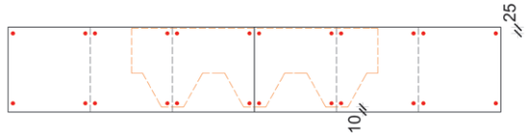

Рис. 17. Схема крепления коньково-карнизной черепицы Döcke на карнизе.
7.1.4 Крепёж карнизной черепицы осуществляется на кровельные гвозди (тип 1, таблица №1). Отступ гвоздя от верхнего края карнизной черепицы составляет 25 мм. Нижний ряд гвоздей, места стыков и перфорация должны закрываться лепестками первого ряда гонтов гибкой черепицы (рис. 17).
8.2.13 Нижняя кромка гонтов первого ряда должна отступать на 10 мм от нижней кромки карнизной полосы (рис. 17). Гонты ламинированной черепицы Döcke должны отступать на 10 мм от перегиба карнизной планки, т.к. не требуют применения карнизной черепицы.